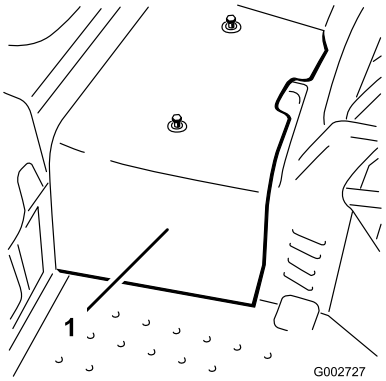

Figur 41
2. Løsne de to skruene som fester senterdekselet til maskinen og fjern dekselet (Figur 41).